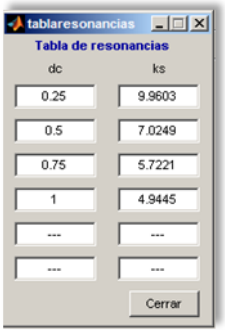

Figura D.30. Tabla de resonancias
- **Tabla de resonancias:** genera una nueva figura donde se muestra una tabla como la de la Figura D.30, en la que se muestran los valores numéricos de la localización de la resonancia serie, k_S, para cada uno de los valores de d_C.